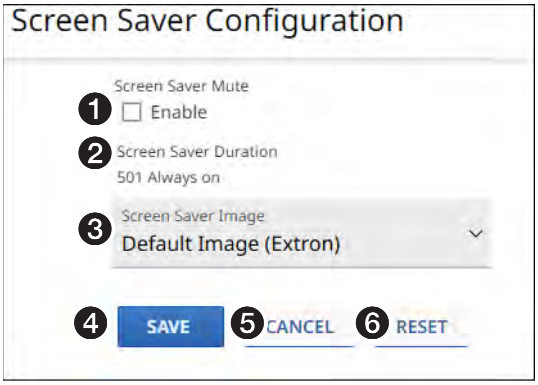
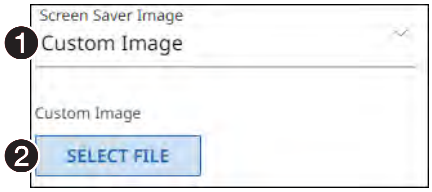

Figure 22. Screen Saver Configuration Pane
Figure 23. Upload a Custom Image, Steps 1 and 2
This pane shows the options for the screen saver on the LOOP THRU port (see **figure 2**, Ⓑ) and streamed outputs. If you change any setting, either directly or by clicking **RESET** (see figure 22, ❻), the SAVE button (❹) becomes selectable. Click **SAVE** to take change or **CANCEL** (❺) to abandon the changes. Clicking either button closes the dialog box.
1. On the editable `Screen Saver Configuration` pane (see **figure 22**), click the `Screen Saver Image` drop-down list and select **`Custom Image`** (see figure 23, ❶). If you have not already uploaded an image, the pane displays the **`SELECT FILE`** button (❷).
2. Click **`SELECT FILE`** (figure 23, ❷).